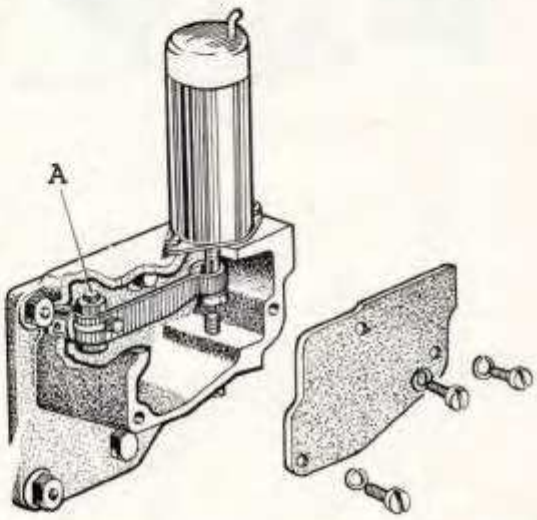

Fig. 2 STR 1176B
2. If the solenoid bracket is of the closed type (Fig. 2) remove the cover plate.
3. Loosen the solenoid lever clamping bolt (A). Figs. 2 and 3.